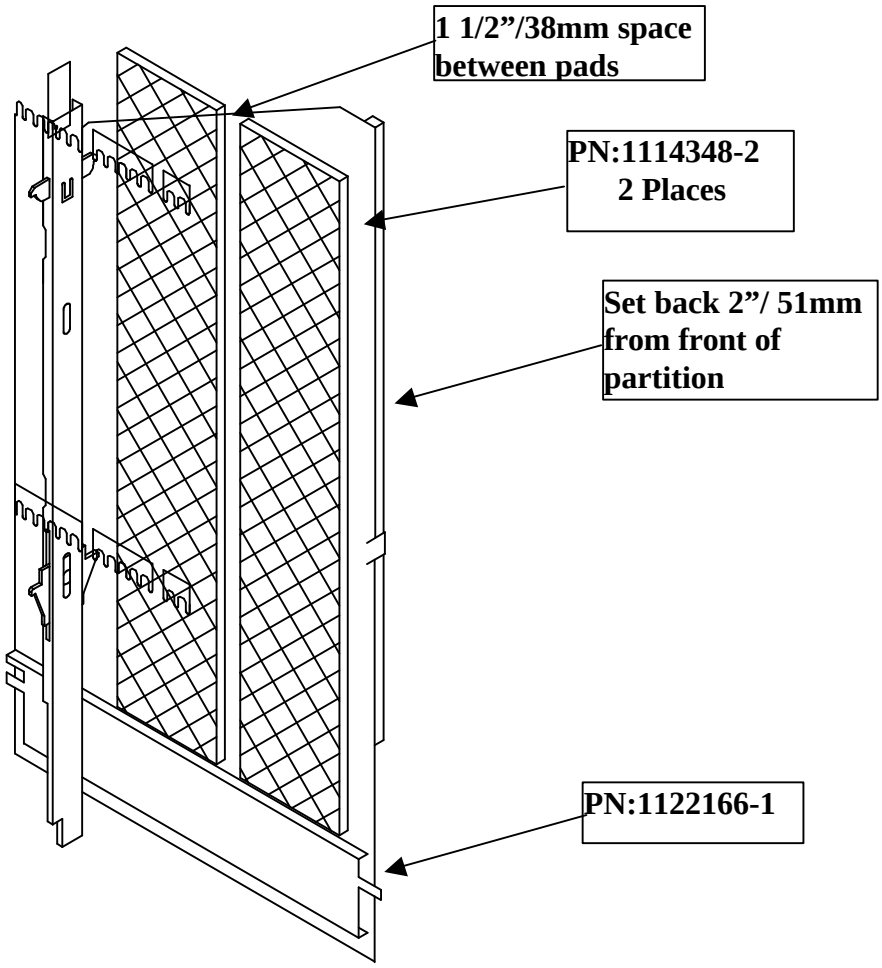

Figure 1
****Install magnetic column spacers into right side of partition above product side spacer (See Figure 1 for installation detail)**
Installation (see Figure 1)
Locate pads as shown in Figure 1 above the .74 product side spacer (P/N1122166-1)